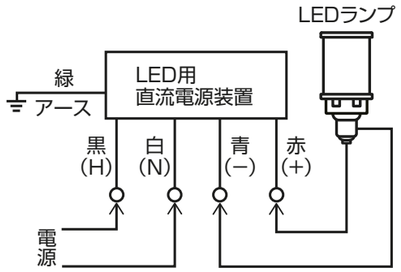

図1
- ご使用の際は、ランプおよびLED用直流電源装置の極性(＋・−)を合わせて配線してください。〔図1参照〕 ランプは極性フリーの仕様となっておりますが、安全使用の確保および安全維持のため照明器具および配線を点検し、口金の先端部分を電源の＋極(赤)に接続してください。